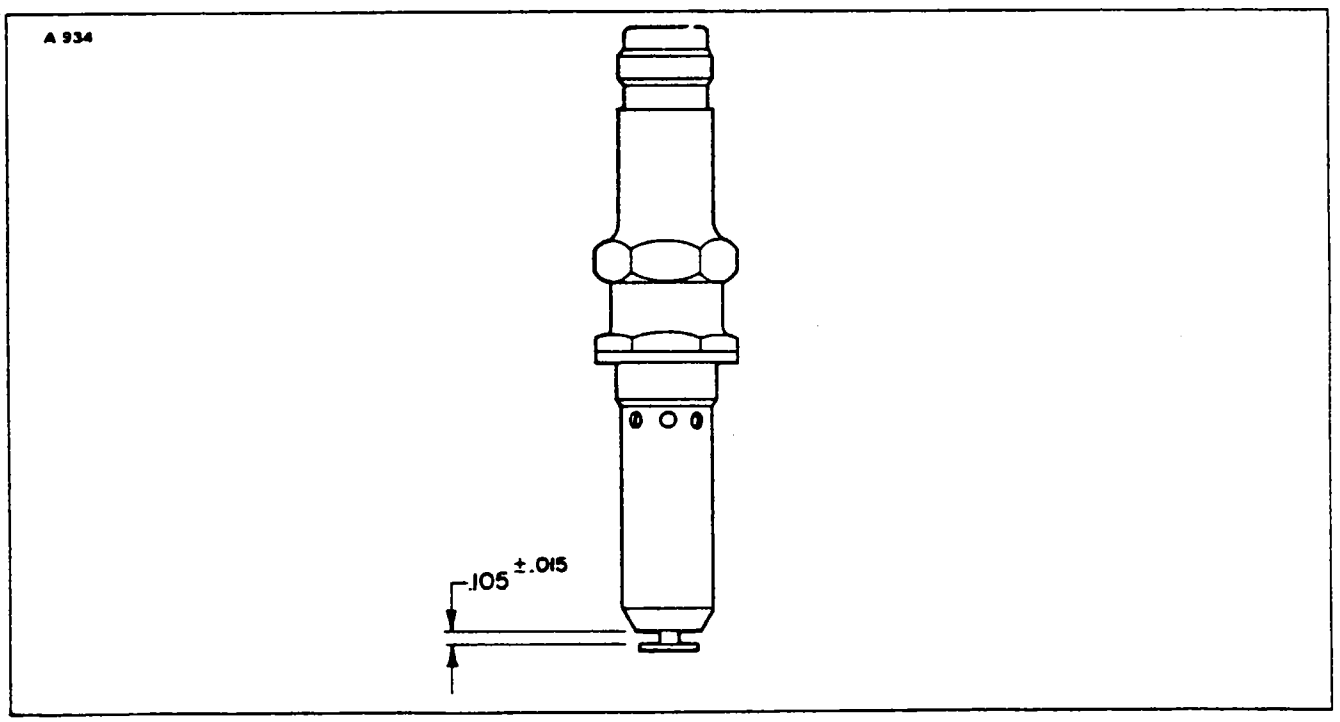

Figure 13-14. Spark Plug (10E75-1 and 10E75-2)
1. If the spark plug appears to be in good condition, except for a mild coating of oxide on the porcelain and electrode, it may be reused. If spark plug gap exceeds .105 ± .015 of an inch, replace plug. (Refer to Figure 13-14.)